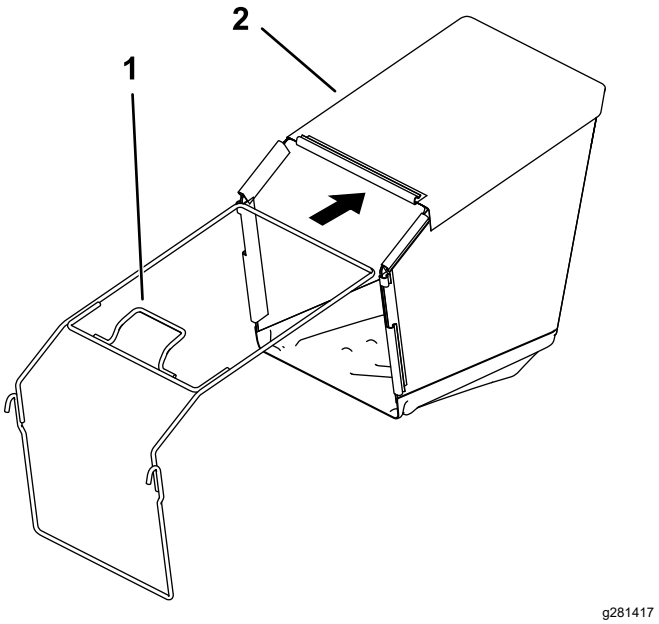

Figur 6
2. Før rammen inn i gressposen, og mens du holder håndtaket over gressposen (Figur 6).